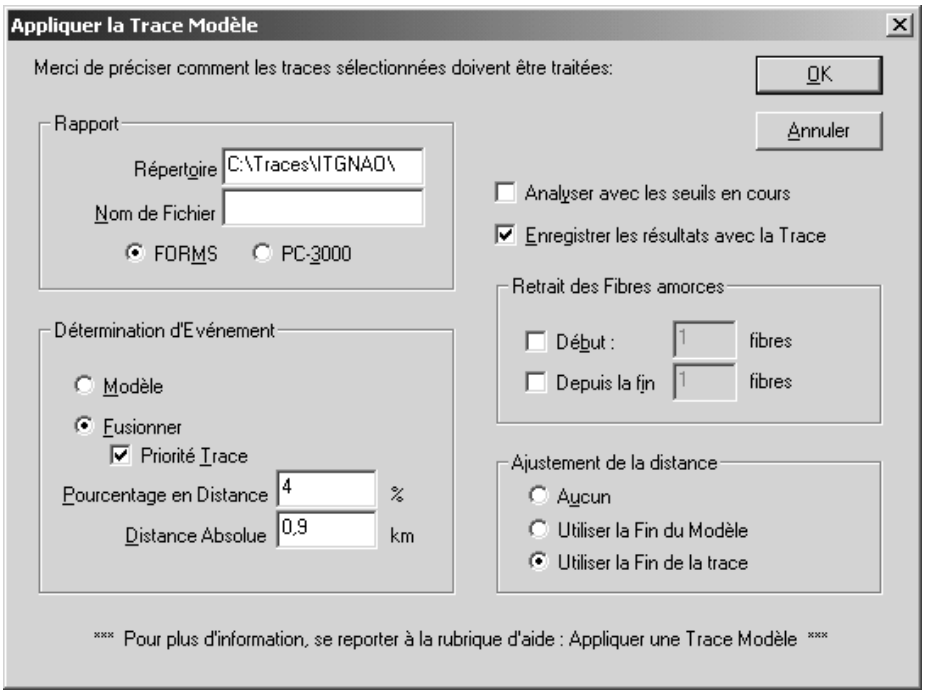

Figure 11-4: Boîte de dialogue Appliquer la Trace Modèle
4. Configurer la boîte de dialogue Appliquer la Trace Modèle comme indiqué à la Figure 11-4.